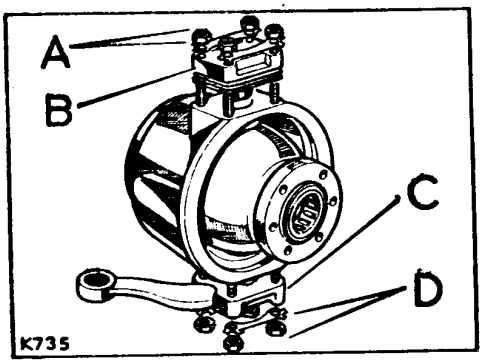

Fig. F1-43.- Tapa inferior y brazo de complemento
1.3.- Desmontar el soporte del extremo del pivote y brazo de acoplamiento, C (Fig. F1-43).